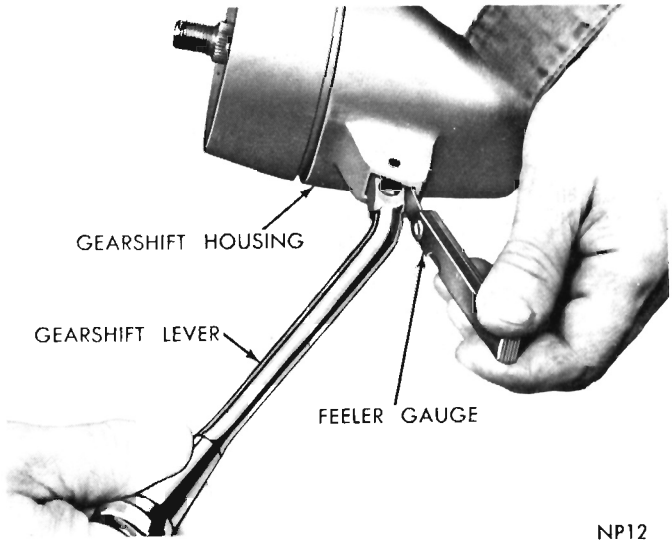

Fig. 13—Installing Gearshift Lever
(11) Install gearshift lever spring into gearshift housing (Fig. 13). Push gearshift lever into housing on top of spring until inner end of lever slides past the gate, then install roll pin.